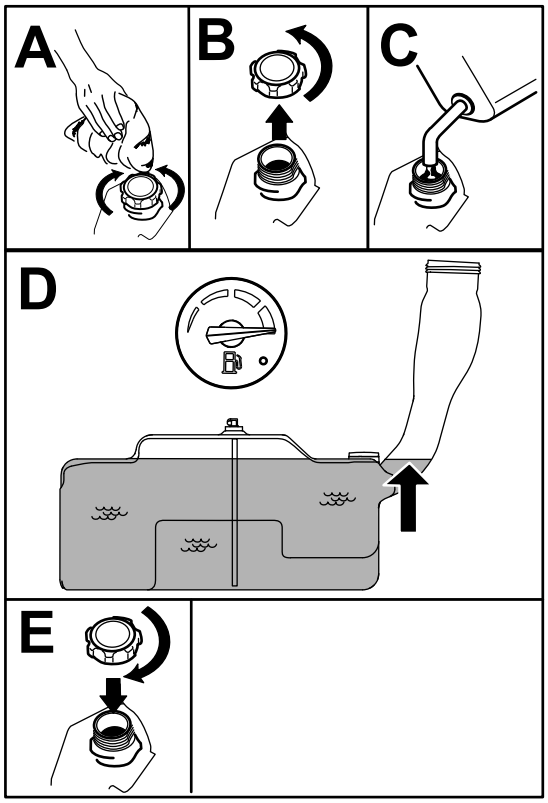

Figura 8
5. Umplei rezervorul de combustibil până când indicatorul de combustibil atinge marcajul Full (Plin) (Figura 8).